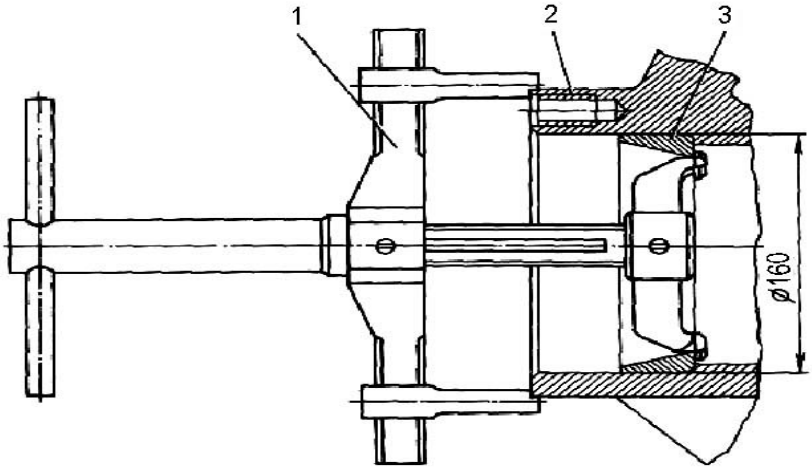

Рис. 29. Выпрессовка наружных колец подшипников ступиц:
7. При необходимости можно выпрессовать наружные кольца подшипников ступиц колес съемником (рис. 29). Для выпрессовки колец подшипников необходимо отделить тормозной барабан от ступицы.